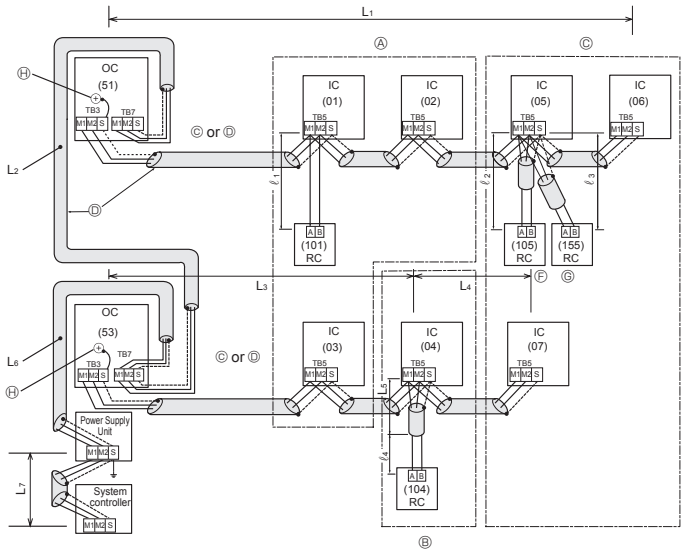

Fig. 6-2
■ **M-NET Remote Controller (Fig. 6-2)**